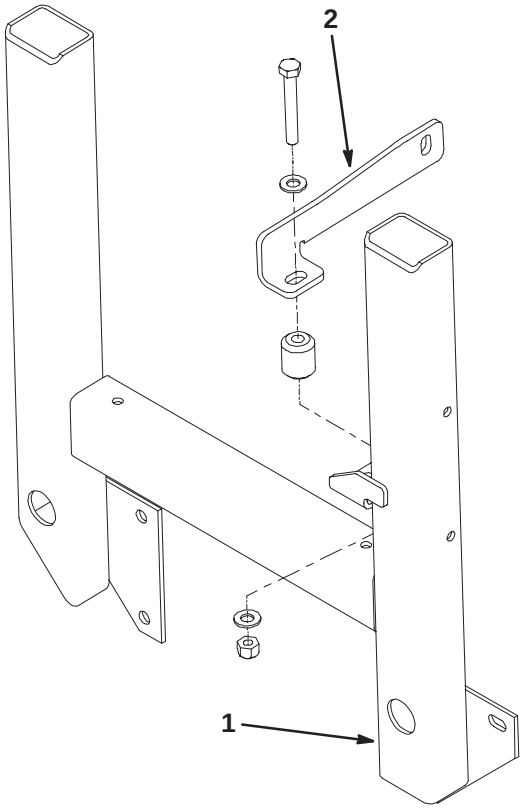

Figure 2
5. Loosely mount the new fan support strap to the fan support with a capscrew, (2) washers, spacer and lock nut, positioning as shown in figure 2.